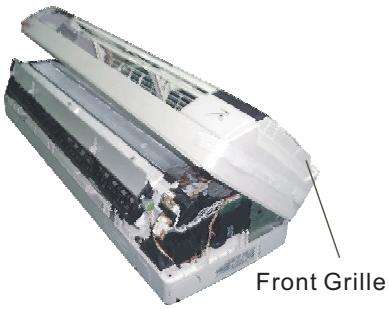

Fig. 5
3.Pull out the front grille from the unit body. (Fig.5)